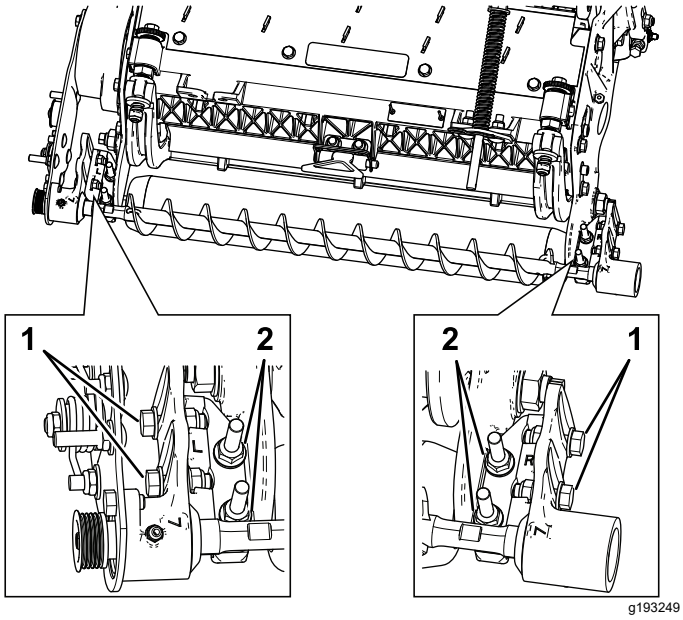

Bild 13
A. Lösen Sie die zwei Sicherungsbundmuttern, mit denen die Befestigungshalterung der Rollenbürste an der Seitenplatte des Mähwerks befestigt ist (Bild 13).
B. Drehen Sie das Lagergehäuse der Rollenbürste so lange, bis die Bürstenplatte mit der Seitenplatte des Mähwerks parallel ist (Bild 13).
C. Ziehen Sie die zwei Sicherungsbundmuttern fest, mit denen die Befestigungshalterung der Rollenbürste an der Seitenplatte des Mähwerks befestigt ist (Bild 13).
1. Lösen Sie die zwei Schrauben, mit denen jedes Lagergehäuse der Rollenbürste an der Befestigungshalterung der Rollenbürste montiert ist (Bild 13).